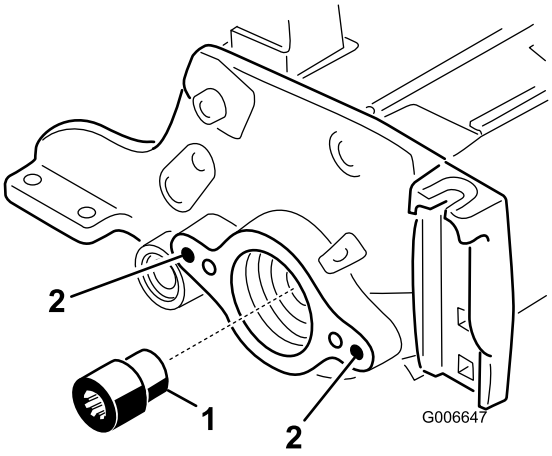

Figuur 22
19. Verwijder het gegleufde inzetstuk van de as van de messenkooi (vanaf de kant van de motor van de messenkooi). Gebruik hiervoor het gereedschap voor de aandrijfas van de messenkooi (Figuur 22). Gebruik het gereedschap voor de aandrijfas van de messenkooi, onderdeelnr. TOR4074 Verwijder al het vet van de schroefdraadopening waarin het gegleufde inzetstuk heeft gezeten.
20. Monteer het nieuwe (langere) gegleufde inzetstuk op de as van de messenkooi (Figuur 22). Smeer vóór u het inzetstuk monteert blauwe Loctite op de schroefdraad. Vastdraaien met een torsie van 115-129 N·m.